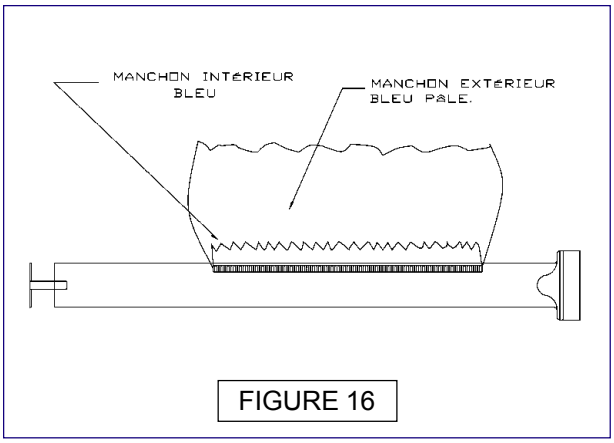

FIGURE 16
B. La flamme du brûleur principal doit avoir un manchon intérieur bleu bien défini et un manchon extérieur d'un bleu léger. (Voir la figure 16).